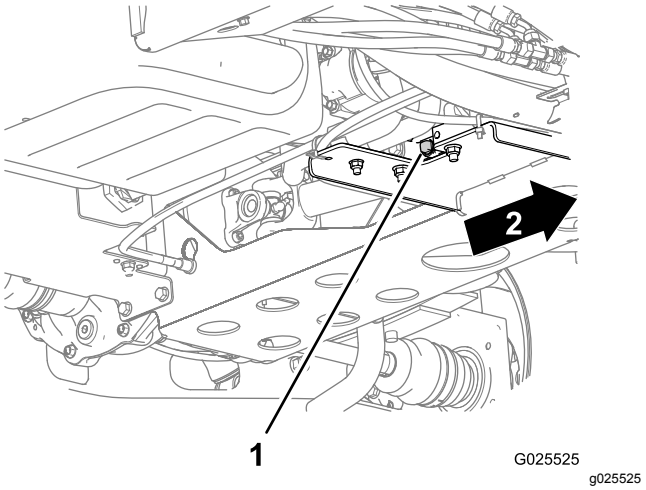

Figur 44
2. Plasser et stort tappefat under oljetappepluggen (Figur 44).
3. Fjern tappepluggen (Figur 44) og la oljen renne ut i et tappefat.